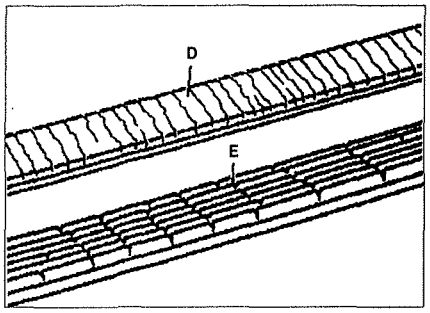

Рис. 1.5. Повреждения внешней части ремня D и поперечное повреждение ребер ремня E.
- повреждения внешней части ремня **D** и поперечное повреждение ребер ремня **E** (см.рис.1.5);